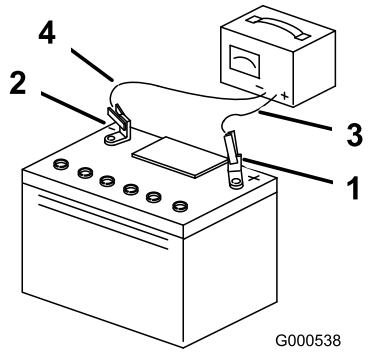

Figur 40
3. Når batteriet er fuldt opladet, skal du tage opladeren ud af stikkontakten og dernæst koble opladningskablerne fra batteriets poler (Figur 40).